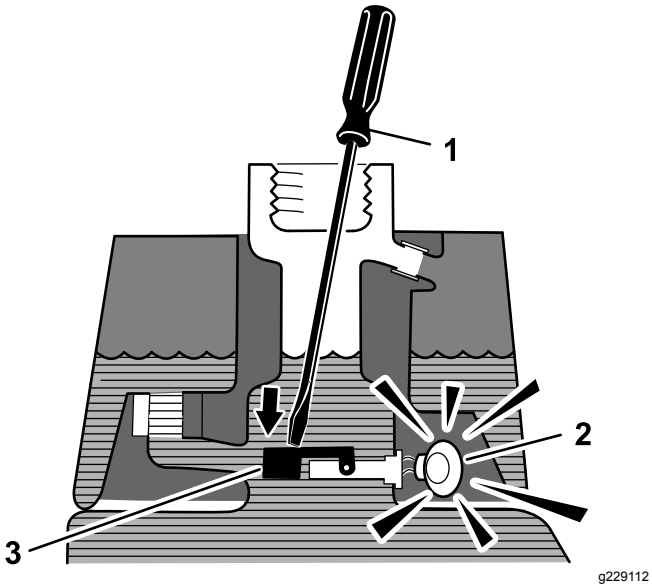

Figur 43
3. För in en ren pinne eller skruvmejsel i tankröret och tryck försiktigt nedåt på flottörbrytaren (Figur 43). Larmet ska ljuda efter tidsfördröjningen på en sekund.